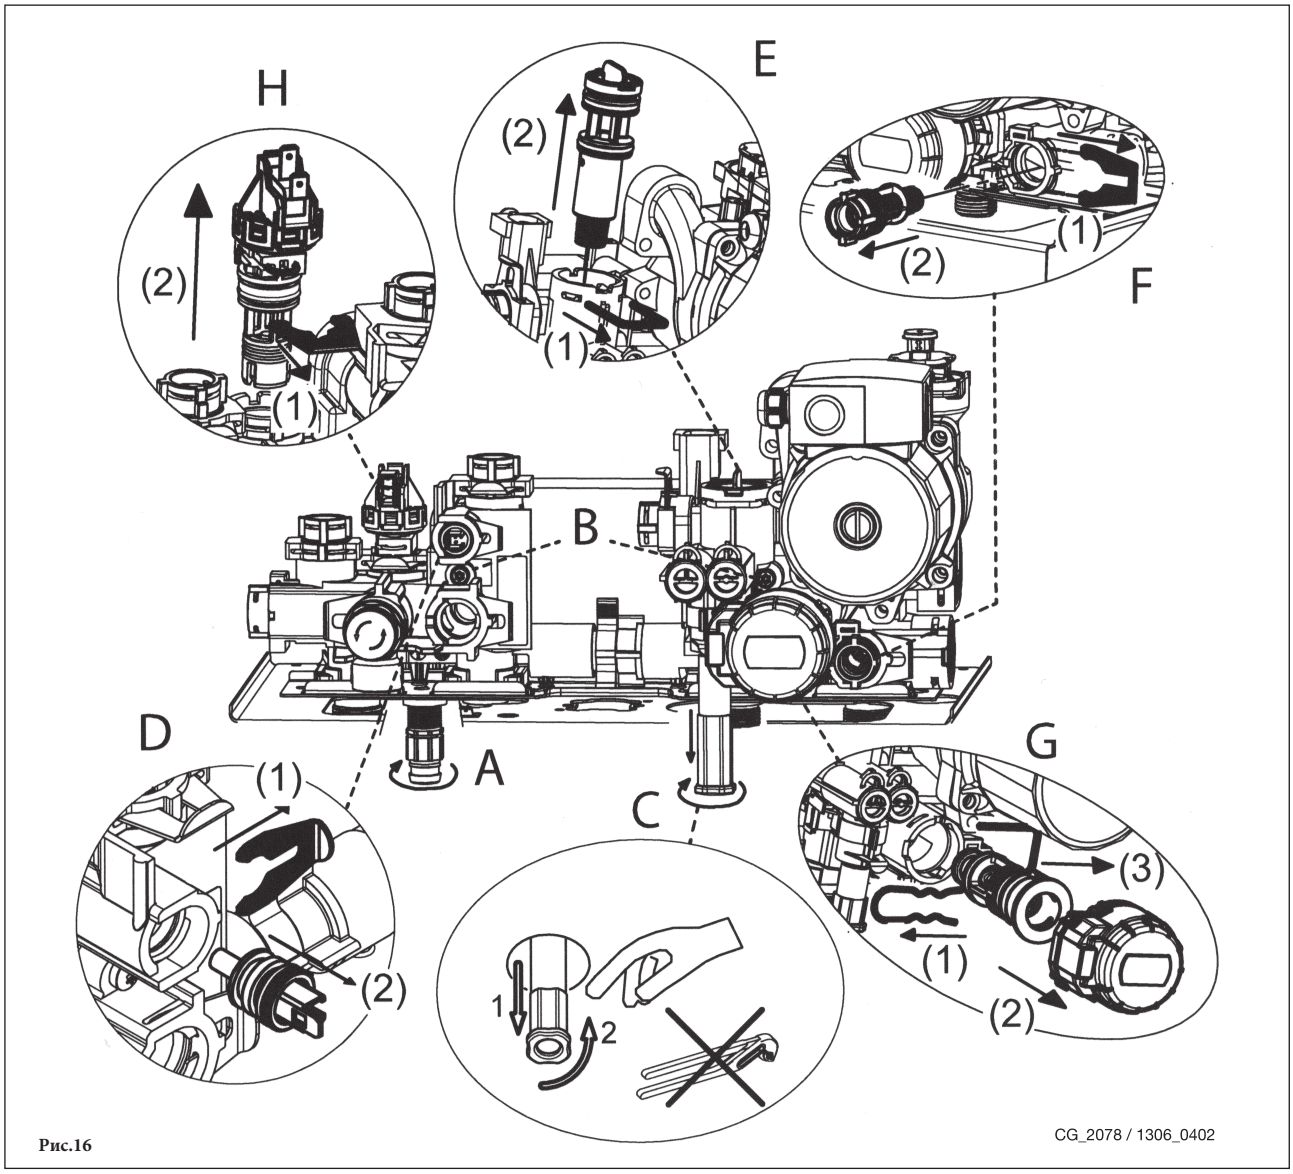

Рис.16
Фильтр на входе холодной воды системы ГВС и фильтр на обратной подаче системы отопления располагаются внутри специальных съемных картриджей. Картридж с фильтром системы отопления располагается на возврате из системы (рис.16 F), картридж с фильтром системы ГВС располагается на входе холодной воды (рис. 16E). Для очистки фильтров действовать следующим образом:
- слить воду из системы отопления, открыв кран A (рис.16);
- для того, чтобы вынуть картридж с фильтром системы отопления, необходимо вначале снять мотор трехходового клапана (1-2G – рис.16);
- Снять зажим 1E (рис.16);
- Снять фильтр (2E рис.16).
При отсутствии специального крана необходимо демонтировать вторичный теплообменник, как описано в следующем параграфе, и очистить его отдельно. Рекомендуем очистить от известкового налета также датчик NTC системы ГВС и место его расположения (рис.16 D).